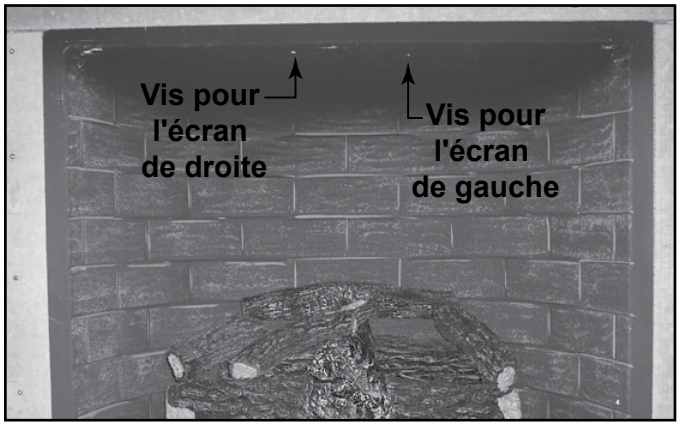

Figure 8.15 Retirer les vis du haut de la boîte à feu
- Attachez la tige avec l'une des vis retirées du haut de la boîte à feu, dans le trou montré à la figure 8.15.